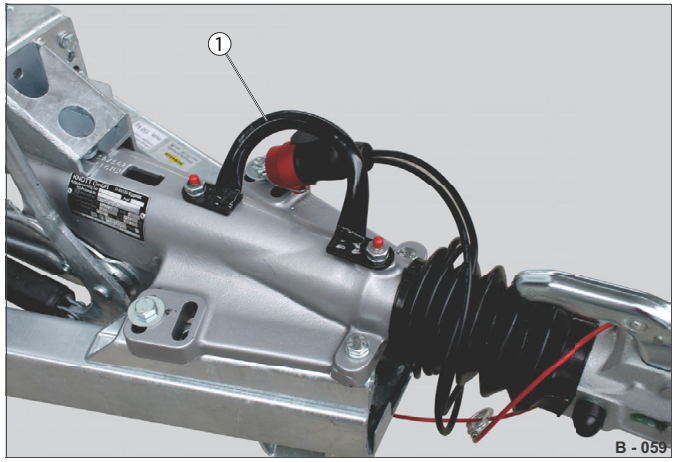

Abb. 72 Manuální manévrování s přívěsem
- ▶ Pro manuální manévrování použijte rukojeť (Abb. 72/1) na nájezdovém zařízení.